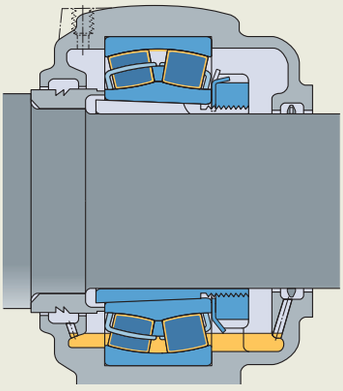

Fig. 4
- El aceite se recupera y se dirige a los rodamientos por medio de drenaje y conductos (**fig. 4**).